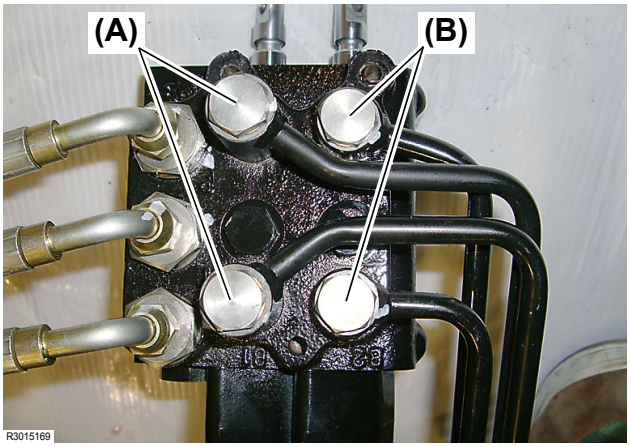

Fig. 8
8. Remove each two (2) ball joint bolts **(Fig. 8, (A), (B))** and disconnect the four (4) hydraulic lines **(Fig. 8, (C))** of the implement control valve.
- The ball joint bolts (A) **(Fig. 8, (A))** are longer than the ball joint bolts (B) **(Fig. 8, (B))**.
- Each hydraulic line of the implement control valve has two (2) copper seals.